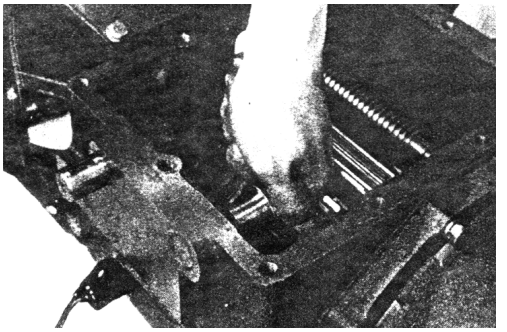

Fig. 3-19
(7)Knock at the end of the rotating rod slightly but not heavily and remove the rod (See Fig. 3-19).